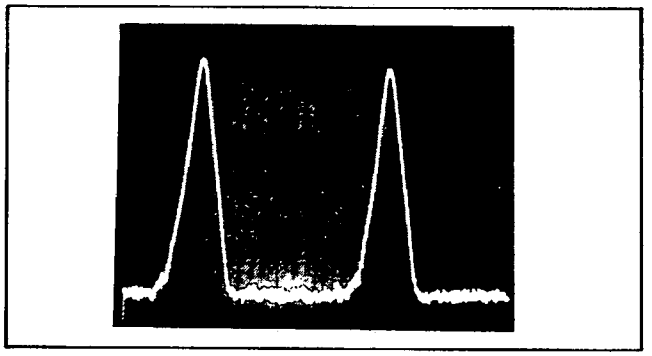
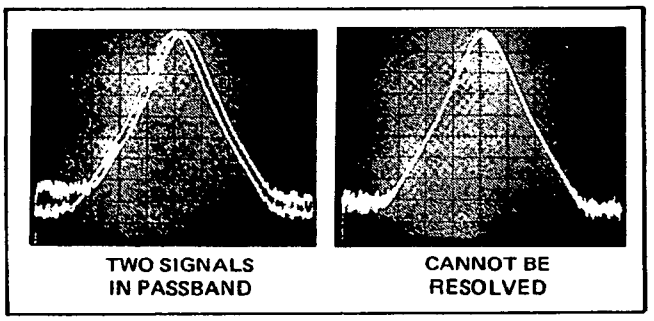
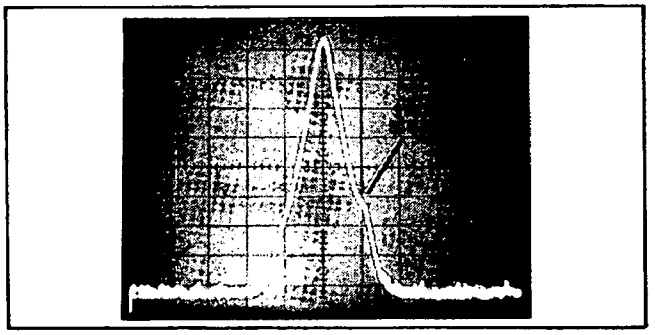
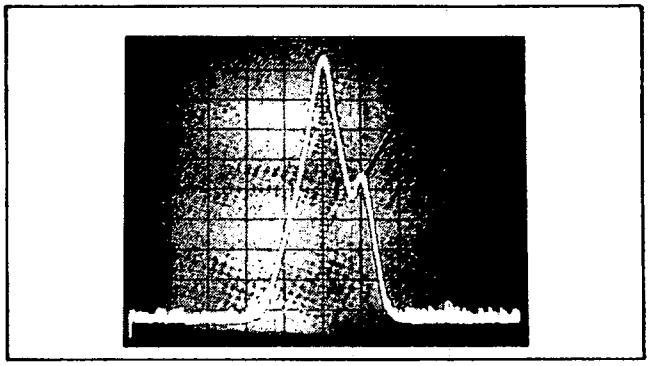

**Figure 3-15. Response of CW Signals.**
**Figure 3-16. Two Signals In Passband.**
**Figure 3-17. Large Signal Hides Small Signal.**
**Figure 3-18. Small Signal Resolved.**
**3-87. Resolution.** Resolution is the ability of the analyzer to separate signals that are closely spaced in frequency. An important point here is that the response of the analyzer to a CW signal is an amplitude vs. frequency plot of the IF Filter (Figure 3-15). The width and shape of the filter skirts are, therefore, the major limitations of resolution. If two CW signals appear in the passband (± 3 dB points) simultaneously, they cannot be separated (Figure 3-16). If two signals differing widely in amplitude are both inside the filter skirts, the response of the larger signal can hide or obscure that of the smaller signal (Figure 3-17). If the amplitude of the smaller signal is greater than that of the skirt produced by the larger signal the peak of the smaller signal can be resolved (Figure 3-18). For optimum resolution, the bandwidth should be narrowed to the point where only one signal is inside the filter skirts at any given time. Generally, the width of the filter skirts at the -80 dB bandwidth. Thus, optimum resolution can always be obtained when the frequency separation between signals is at least 15 times the BANDWIDTH setting.